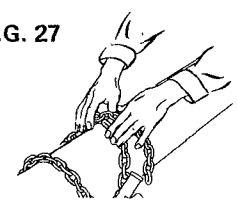

FIG. 27
3. Take up slack by pulling back as in Fig. 27. Insert the puller handles in their sockets and move them in the same direction at the same time—pulling the pipe to which the puller is fastened into the bell until movement is positively stopped.